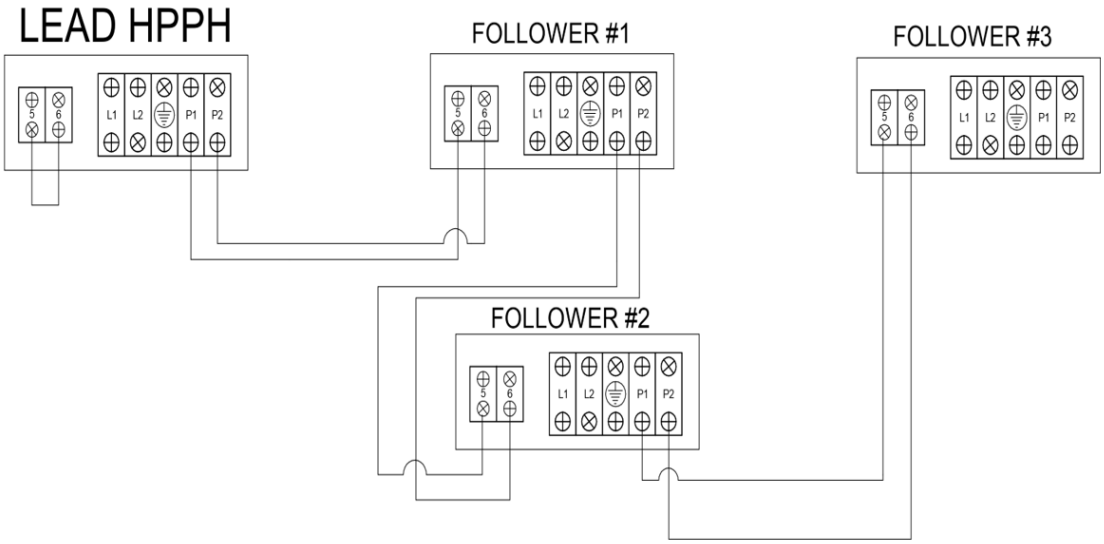

Figure 21. Lead HPPH Wiring (Inverter Model Only)
4. Press the **FAN** pad to enter the modification code - press the **+** pad to change the code to "1". (The value of the code will be flashing. The modification code 1 – water temperature control through terminals P1 & P2). See **Figure 21**.